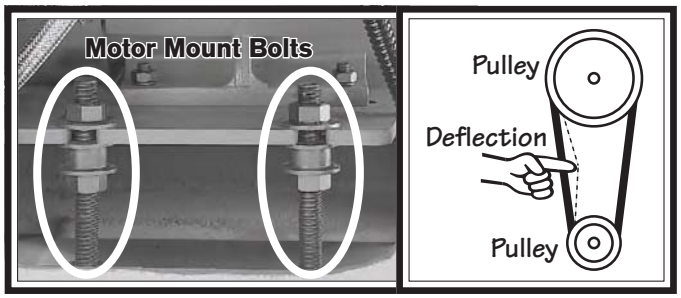

Figure 137. V-belt adjustment.
3. Turn the hex nuts on the motor mount bolts shown in **Figure 137** to move the motor mount plate up or down and adjust the V-belt tension. When correctly tensioned, each belt should have about ¾" deflection when pressed firmly (see **Figure 137**).